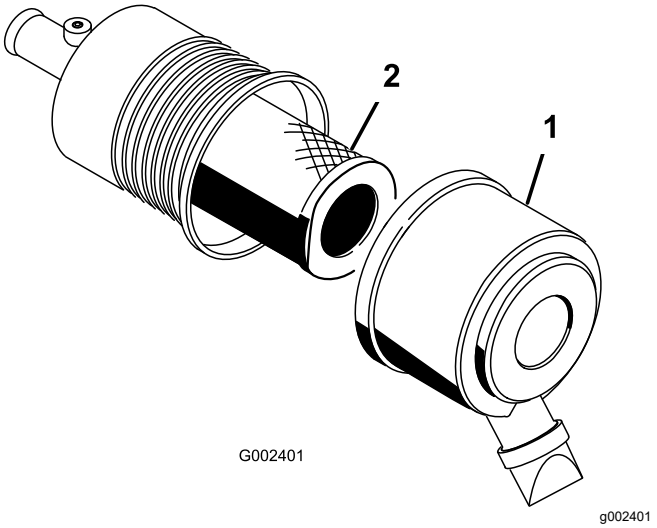

Rysunek 54
2. Zwolnij zaczepy mocujące pokrywę filtra powietrza do obudowy filtra powietrza (Rysunek 54).
3. Zdejmij pokrywę z obudowy filtra powietrza (Rysunek 54).
5. Usuń i wymień wkład filtra (Rysunek 54).